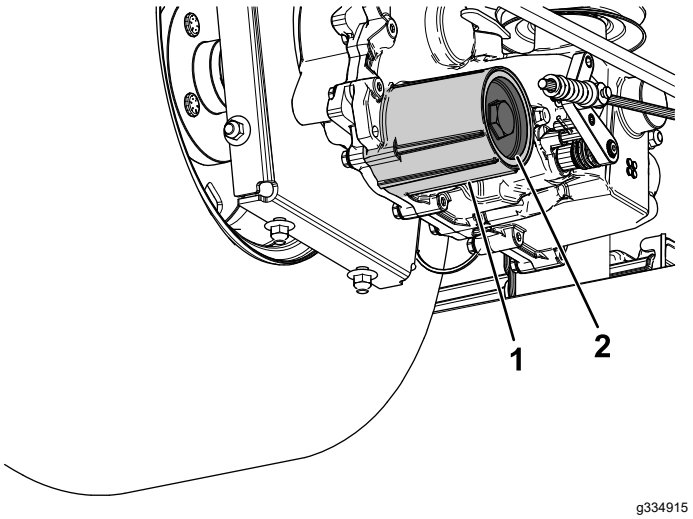

Figuur 69
7. Verwijder het deksel van het filter voor hydraulische vloeistof van de transaxle om de vloeistof te laten weglopen (Figuur 69).